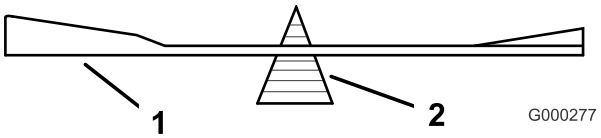

Figura 57
2. Verifique o equilíbrio da lâmina colocando-a num equilibrador de lâmina (Figura 57). Se a lâmina ficar numa posição horizontal, a lâmina está equilibrada e pode ser utilizada. Se a lâmina não estiver equilibrada, lime algum metal apenas da extremidade da área curva (Figura 57). Repita este procedimento até a lâmina estar equilibrada.